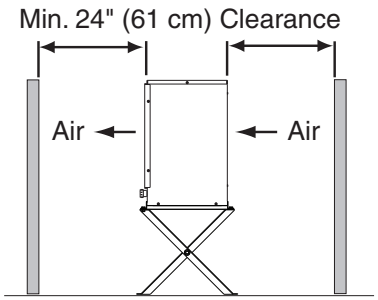

**Fig. 12**
- A dry and well ventilated area with 24" (61 cm) clearance at front and rear for proper air circulation and ease of maintenance and/or service should they be required. See Fig. 12.